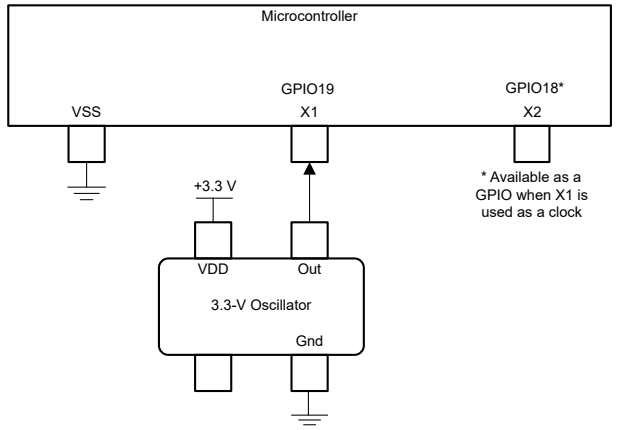

図 6-11. シングルエンド 3.3V 外部クロック
- シングルエンドの 3.3V 外部クロック。図 6-11 に示すように、クロック信号を X1 に接続し、XTALCR.SE ビットを 1 に設定する必要があります。